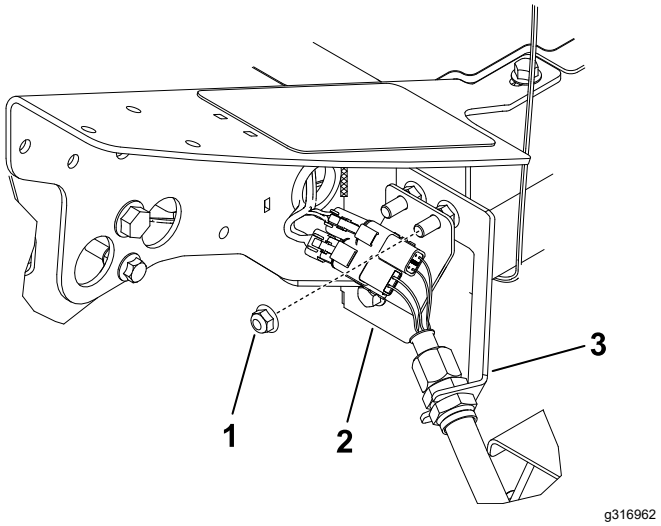

Figuur 26
1. Verwijder aan de linkervoorhoek van het frame (maaideklocatie nr. 4) de extra flensmoer op de bout waarmee de tussenschotbeugel aan de machine is bevestigd (Figuur 26).